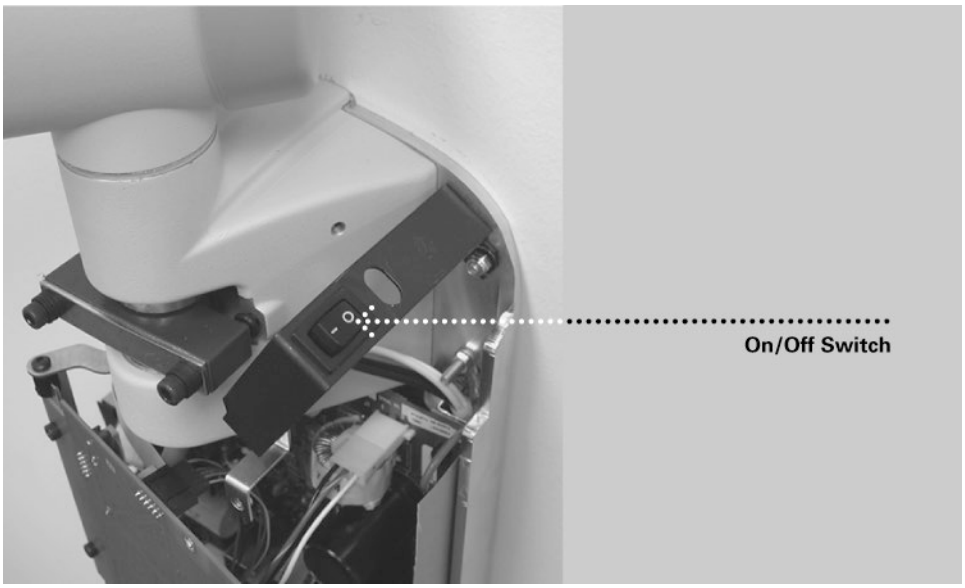

Figure 32
3. Turn on the Preva Dental X-ray System using the power switch, as shown in *Figure 32*. On the Operator Panel, *Figure 33*, the product display screen will be displayed showing the software version. Then the Operator Panel will display the default technique factors.
3. Turn off the Preva Dental X-ray System using the power switch as shown in *Figure 32*.